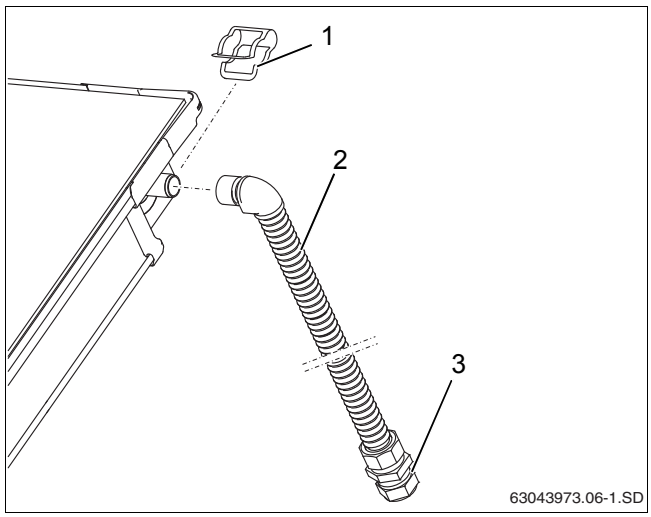

Рис. 34 Монтаж подающей линии (без воздушного клапана на крыше)
- Наденьте соединительную трубу (1000 мм, Рис. 34, [2]) на штуцер подающей линии коллектора и зафиксируйте зажимом (рис. 34, [1]).
- Подключите сборную линию к резьбовому соединению с зажимным кольцом (рис. 34, [3]).